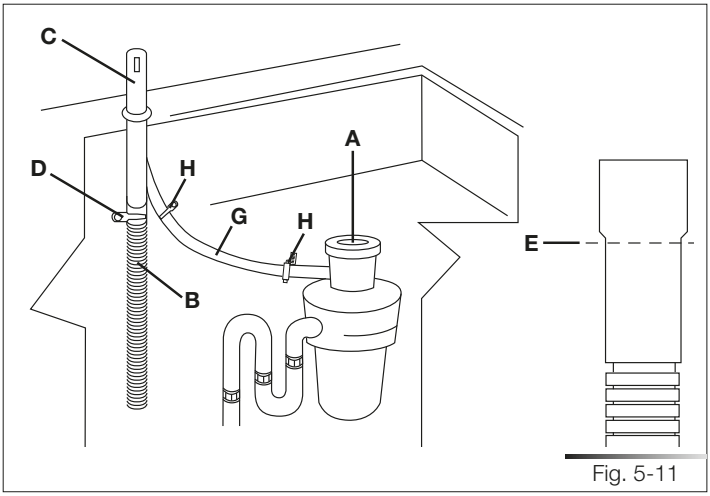

Fig. 5-11
1. Enlever le bouchon extractible du broyeur d'évier (réf. A fig. 5-11).
2. Raccorder le tuyau d'évacuation du lave-vaisselle (réf. B fig. 5-11) à la prise d'air (réf. C fig. 5-11) à l'aide du collier à ressort large (réf. D fig. 5-11) ; si nécessaire, couper l'extrémité du tuyau d'évacuation du lave-vaisselle (réf. E fig. 5-11) (ne pas couper dans la partie annelée). Si le tuyau d'évacuation a été coupé, utiliser un collier à vis* de 38 à 50 mm (de 1-1/2 à 2").
3. Pour raccorder la prise d'air (réf. C fig. 5-11) à l'entrée du broyeur d'évier (réf. F fig. 5-11), utiliser un raccord en caoutchouc* (réf. G fig. 5-11) et des colliers à ressort ou à vis* (réf. H fig. 5-11).